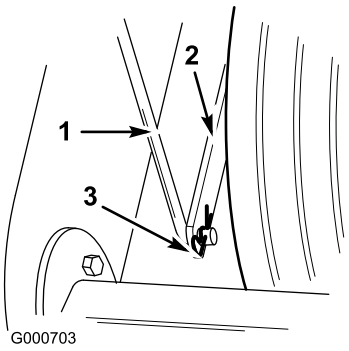

Figur 6
7. Fastgør den nederste ende af højdejusteringsstangen på beslaget på forhjulets støtte med en låseclips (Figur 6).